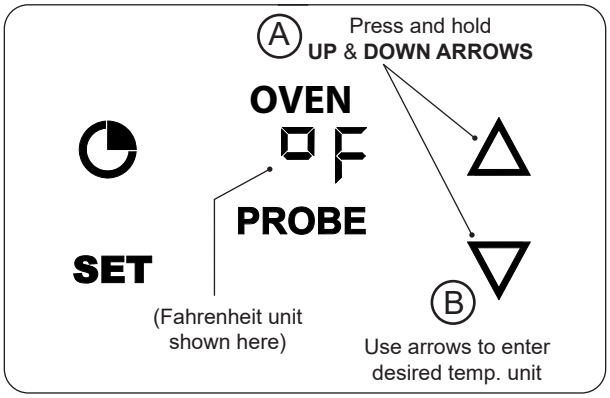

Fig. 35-3 Change temp. unit
1. Press and hold the **UP** and **DOWN** arrows until **°F** or **°C** is displayed (Fig. 35-3, A).
2. Press the **UP** or **DOWN** arrow to select the desired temp unit (Fig. 35-3, B).